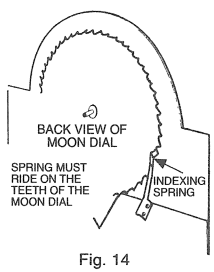

Fig. 14
7. Check the indexing spring of the moon dial. Look through the left upper side door of the clock. The long strip spring on the back of the dial should rest on the edge of the moon disc. If it has slipped in front or behind the disc, replace it on top of the teeth. (Fig. 14).